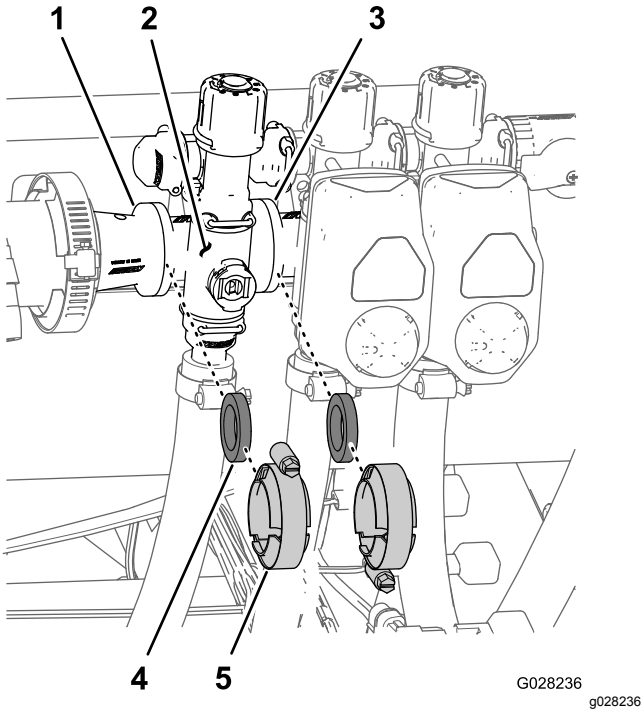

**Rysunek 68**
1. Zdejmij obejmy i uszczelki mocujące rozgałęźnik zaworu sekcji (Rysunek 68) do sąsiedniego zaworu sekcji (w przypadku zaworu lewej sekcji oraz złącza redukcyjnego).